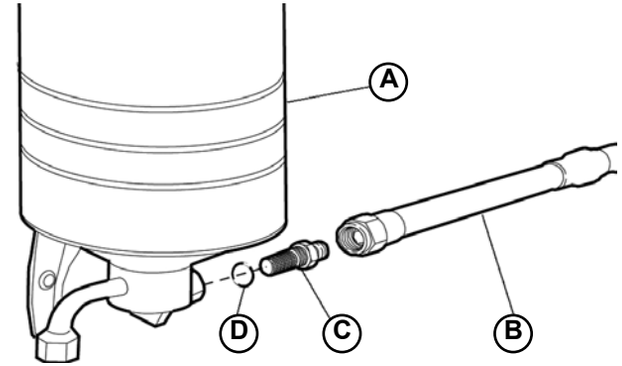

Fig.2
- Disconnect the hose (**B-Fig.2**) from the sieve filter (**C-Fig.2**).
- Remove the sieve filter (**C-Fig.2**) and clean it by means of solvent and compressed air.
- Install the sieve filter in the oil tank (**A-Fig.2**) inserting a new copper washer (**D-Fig.2**): tighten by hand as necessary.
- Clean the hose (**B-Fig.2**) coupling gasket and then connect it to the sieve filter (**C-Fig.2**) tightening it by hand as necessary.